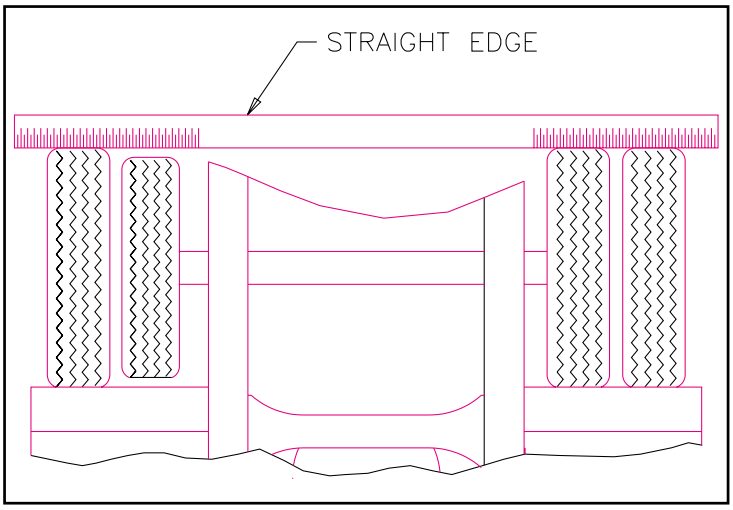

Fig. 4-18 Straight Edge Method
b. Straight Edge or String Method: (This method can not be used if tire and wheel assemblies are not mounted on the axle.) Jack semitrailer up until the wheels are off of the ground. Hold a straight edge against the tires of both ends of an axle. A gap at one tire indicates a smaller tire. A maximum of 1/8" gap is allowed **(See Figure 4-18)**.